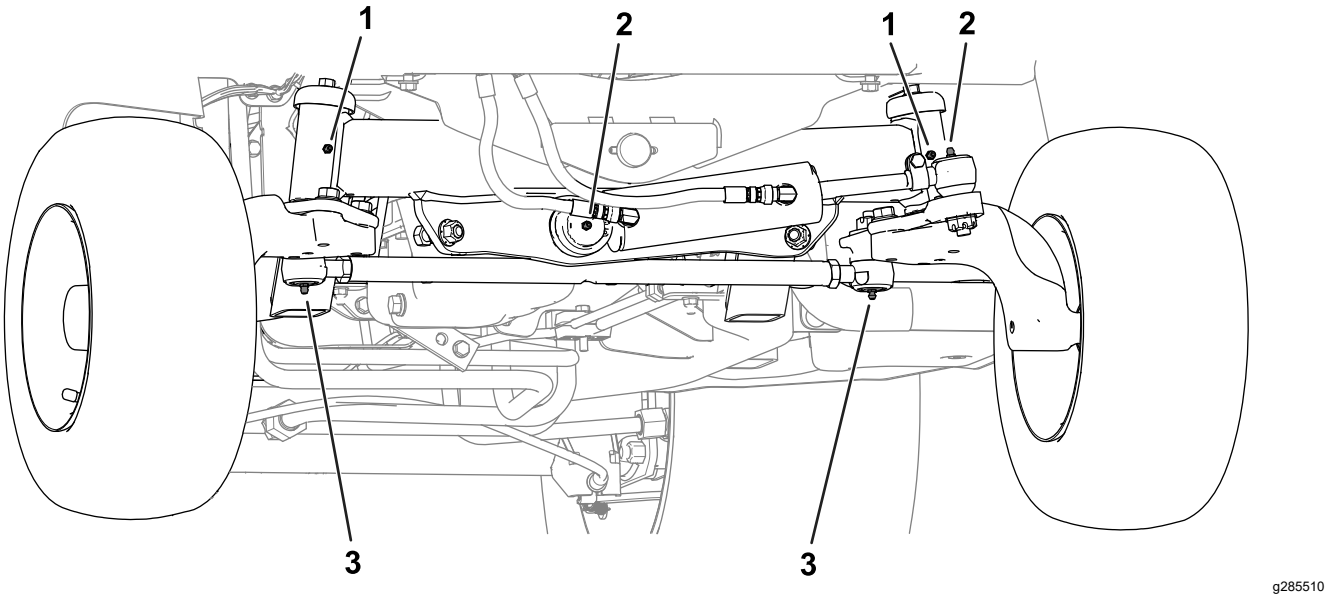

Figura 51
- **Parte posteriore della macchina** (Figura 51):
- Giunti sferici del cilindro idraulico (2)
- Mozzi dell'albero dell'assale (2)
- Estremità dei tiranti (2)